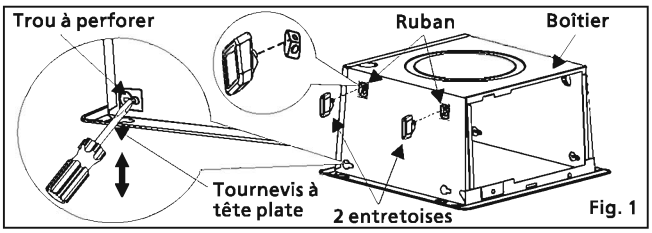

Fig. 1
1. Avant l'installation, utilisez un tournevis à tête plate pour perforer les deux trous de vis sur le côté du boîtier du ventilateur qui sera fixé à la solive. (Voir Fig. 1)
2. Retirez le ruban des deux trous sur le côté du boîtier du ventilateur qui sera fixé à la solive et installez doucement les deux entretoises à l'extérieur du boîtier du ventilateur. (Voir Fig. 1)